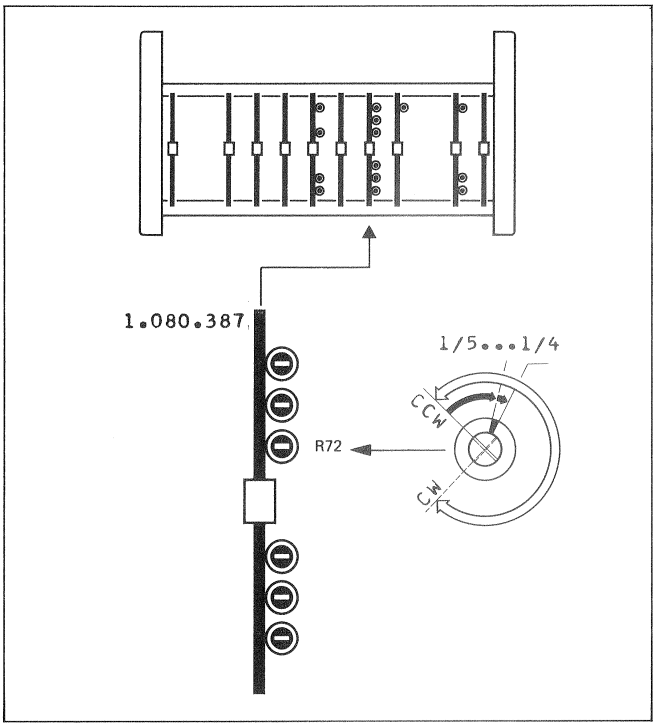

Fig.4.8
- Open (turn clockwise) R72 (CUT) for EDIT REVERSE to 1/5...max.1/4 of the setting range. -> Fig.4.8